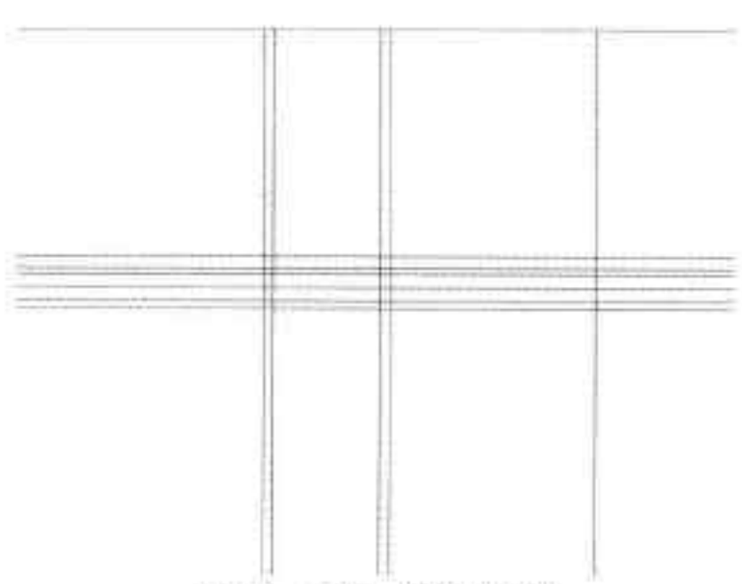

图19-135 偏移线段
Step 02 执行“偏移”命令，将横直线分别向下偏移 324mm、18mm、8mm、20mm、18mm 和 12mm，再将竖直线分别向左偏移 288mm、12mm、150mm 和 12mm，如图 19-135 所示。